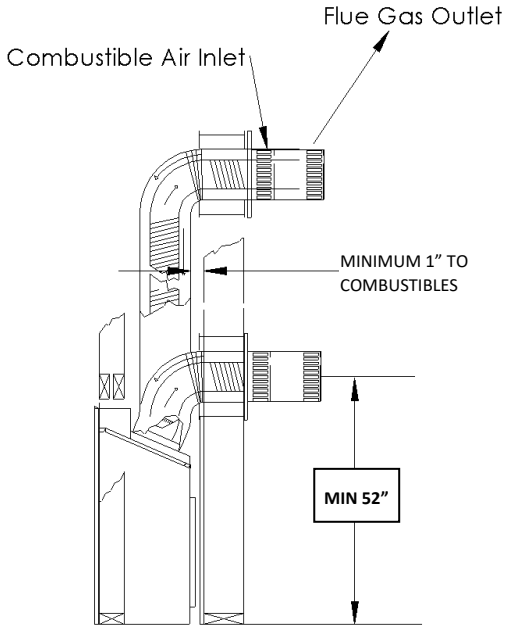

Figure 1
Place the spring spaces provided approximately every two feet to stabilize 4” flex in the center of 7” flex. When forming bends place spring in bend or before and after. (See Fig. 1). Horizontal runs require support metal straps every 2 feet. In offset installation support straps should be used to stabilize pipe.
Expand 4” and 7” flex pipe to the point that the 7” protrudes approximately 2 to 3 inches past outer wall and the 4” flex protrudes approximately 2 to 3 inches past the 7” flex. (See Fig. 1). Attach the 4” pipe to the termination first and secure with sealant and screws then attach the 7” flex to the termination with caulking and screws. Termination may then be moved back to the outer wall and attached to home screwing into the framing. Silicone around termination to waterproof. If siding shield is going to be used attach this using same attaching hole as the top of termination after termination has been caulked for water proofing.
4. To install wall thimble center over 11” x 11” (inch) framing from both sides of wall and secure. Route flex vent pipe through wall thimble (See Figure 1).
8. Support horizontal pipes every two (2) feet (61 cm) with metal strap bands. Re-check fireplace to make sure it is levelled and properly positioned and secured.